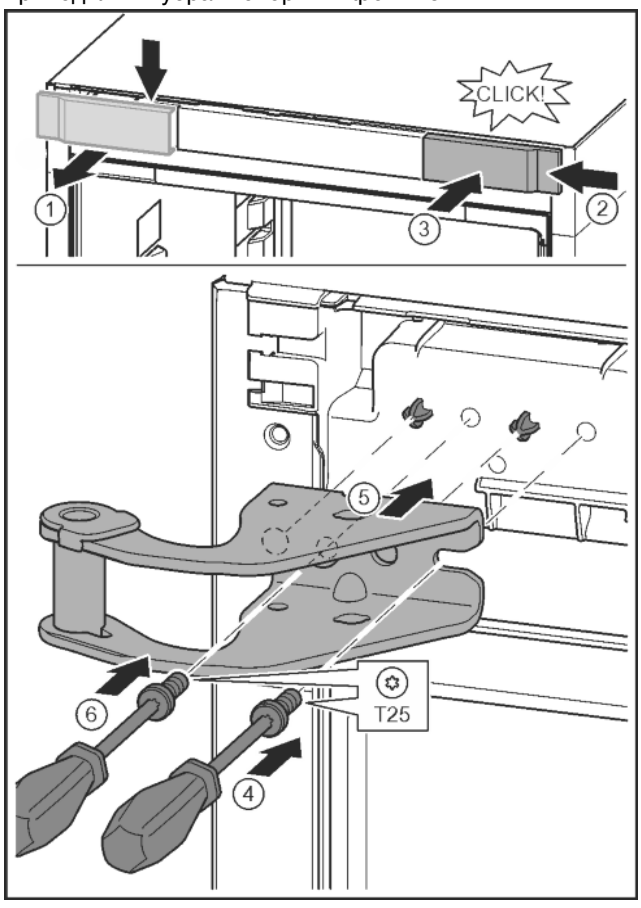

Fig. 15
▶ Отпустить крышку и снять сбоку. *Fig. 15 (1)*
▶ Навесить крышку, повернув ее на 180°, справа с другой стороны. *Fig. 15 (2)*
▶ Крышку зафиксировать. *Fig. 15 (3)*
▶ Установить винт отверткой T25. *Fig. 15 (4)*
▶ Установить верхний опорный кронштейн. *Fig. 15 (5)*
▶ Затянуть винт. *Fig. 15 (4)*
▶ Вставить и затянуть винт отверткой T25. *Fig. 15 (6)*